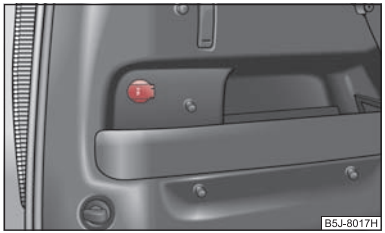

Fig. 76 Luggage compartment: Power socket
– Open the cover of the power socket ⇒ fig. 76.